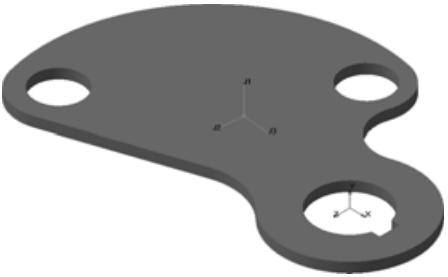

Рис. 6.89
- Закройте эскиз и примените операцию выдавливания в прямом направлении, на расстояние 6 (рис. 6.89).